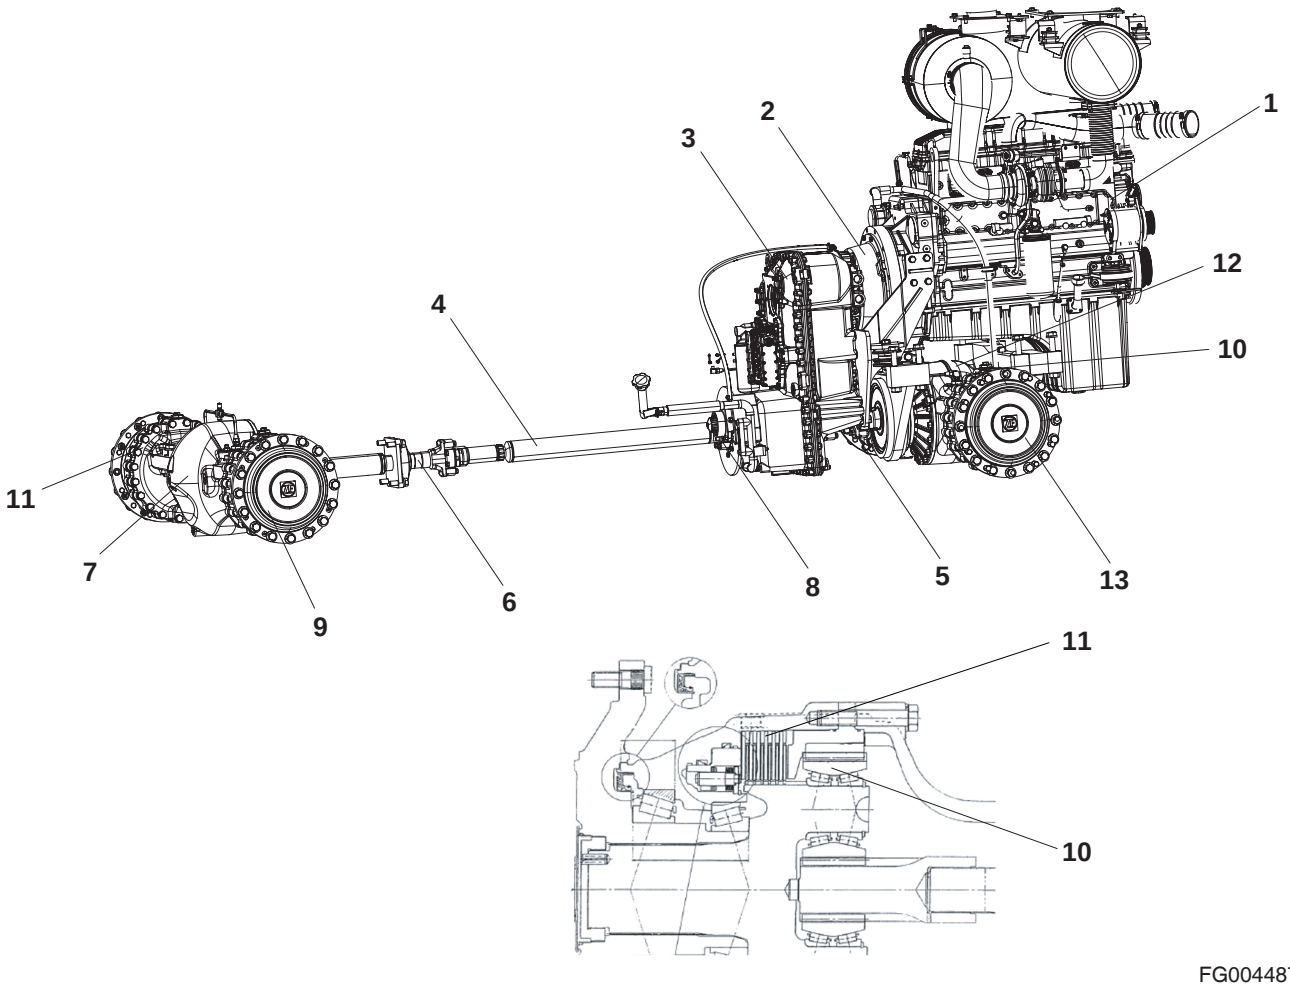

Figure 1
Figure 1, shows layout of power train assemblies. The engine (1, Figure 1) drives a torque converter (2),which drives a power shift transmission (3). Two output shafts extend out of the transmission. Each output shaft has a propeller shaft attached to it. Center propeller shaft (4) drives a front propeller shaft (6) that drives the front differential (7).
A parking brake (8, Figure 1) is mounted on transmission output shaft. The front differential is enclosed in the front axle housing (9). Each end of the front axle housing contains reduction gearing (10). Each end of the front axle housing also contains a service brake (11). Rear propeller shaft (5) drives the rear differential (12). The rear differential is enclosed in the rear axle housing (13). Each end of the rear axle housing contains reduction gearing (10). Each end of the rear axle housing also contains a service brake (11).